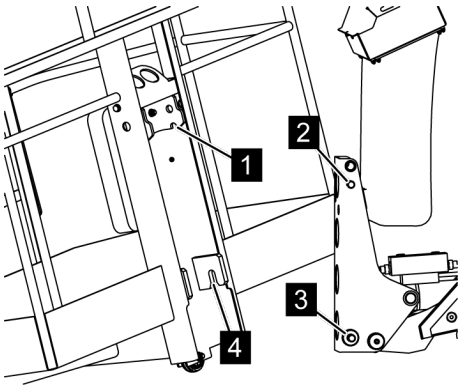

Fig. 76: Inserting the working basket
8. *Insert the working basket at an angle with the adapter (*Fig. 76*/4) on the bolts (*Fig. 76*/3).*
9. *Press the working basket in the direction of the machine and move it with the attachments (*Fig. 76*/1) on the bolts (*Fig. 76*/2).*